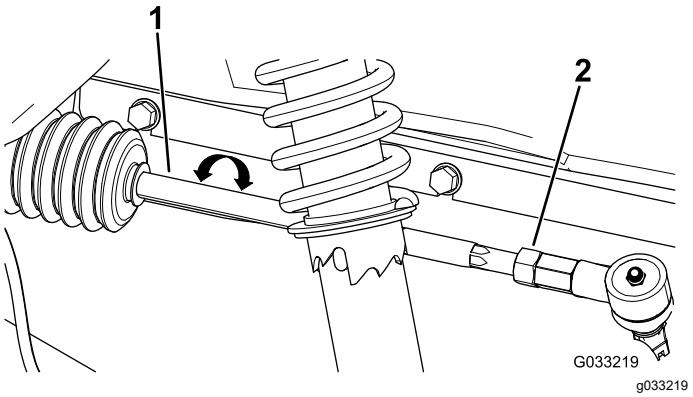

Figur 48
4. Om måttet inte hamnar inom 0–6 mm ska du lossa kontramuttrarna i den yttre änden av dragstängerna (Figur 48).